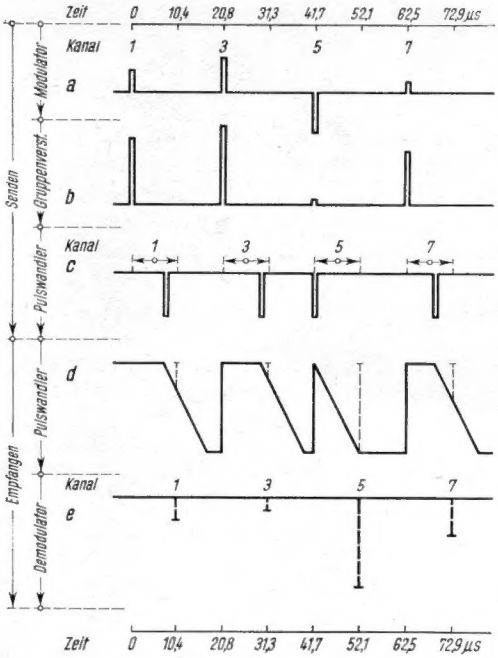

Bild 4. Impulsformen im PPM-Modulations- und Demodulationsgestell
Für die Hilfsspannungen ist ein quarzstabilisierter 48-kHz-Pulsgenerator mit nachgeschaltetem Frequenzteiler 48 : 8 und Phasenschieber vorgesehen. — Das im Fernsprechverkehr zu übertragende Gleichstromzeichen betätigt ein jedem Modulator zugeordnetes Telegrafenrelais. Dieses bewirkt, daß während der Dauer des Zeichens die Kanalimpulse die größtmögliche negative Amplitude erhalten, d. h. die größtmögliche zeitliche Vorversetzung des Impulses wie Kanal 5 in Bild 4. Diese direkte Zuführung der Ruf- und Wahlzeichen ohne jedes Umsetzen ist einer der großen Vorzüge des PPM-Systems. Grundsätzlich arbeitet die PPM-Anlage pro Sprechkanal als Vierdrahtverbindung; Ein- und Ausgangspegel entsprechend den normalen Werten im Drahtsprechverkehr, so daß PPM-Anlagen in jedes Drahtfernsprechnetz beliebig eingefügt und auch Teilstücke von Wechselstrom-Telegrafieeinrichtungen (WT) bilden können; ein Sprechkanal kann bis zu 24 WT-Kanäle tragen.